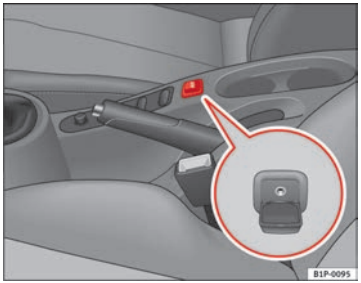

Fig. 101 Auxiliary audio connection
– Lift the AUX cover ⇒ fig. 101.